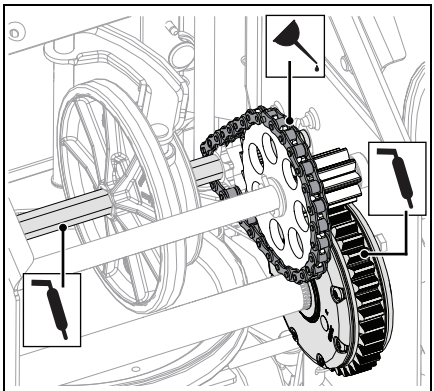

Figure 13
2. Lubricate as shown in Figure 13 and 14.